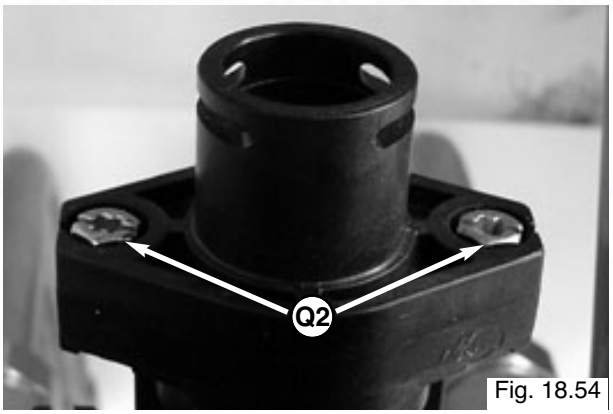

Fig. 18.54
3. Remove the two screws "**Q2**" (see Fig.18.54);